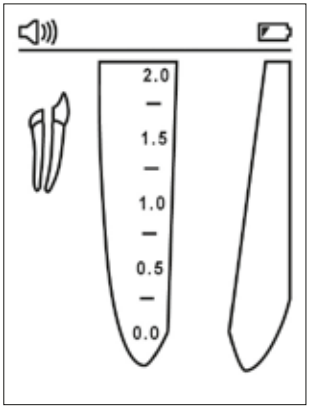

Abbildung 2
6.3.2. Wenn die Batterien entladen sind, erscheint eine blinkende Anzeige für niedrigen Batterieladestand oben rechts auf dem Display (Abb. 2). Der CanalPro Apex Locator Compact arbeitet auch bei fast entleerten Batterien korrekt, aber die Batterien müssen ausgetauscht werden, bevor sie vollständig entladen sind.